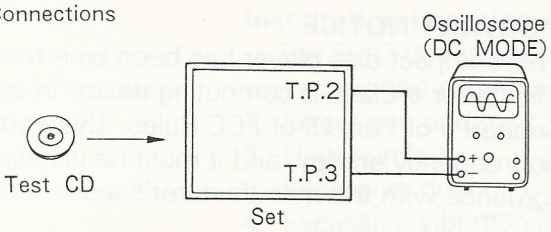

Figure 1
| 1 | Tracking Balance Adjustment | TCD782 Track No.8 (A-BEX) | Figure 1 | T.P.2 T.P.3 | VR201 | ① Set the mode to playback with the test disc loaded.② Use wire to connect T.P.4 to T.P.5.③ Using the oscilloscope, measure the T.P.2 signal in reference to VR. (VR standard=0V)④ Adjust VR201 so that the positive and negative deflection widths of the T.P.2 signal are at the same level, relative to VR (0V). (The entire waveform moves up and down.)